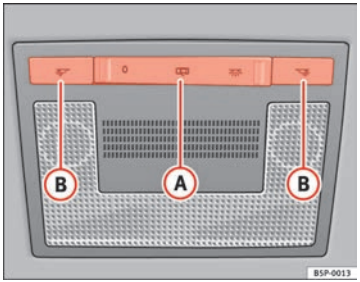

Fig. 80 Interior roof trim: front interior lights
The switch (A) ⇒ fig. 80 is used to select the following positions:
Push the switch to position O ⇒ fig. 80.